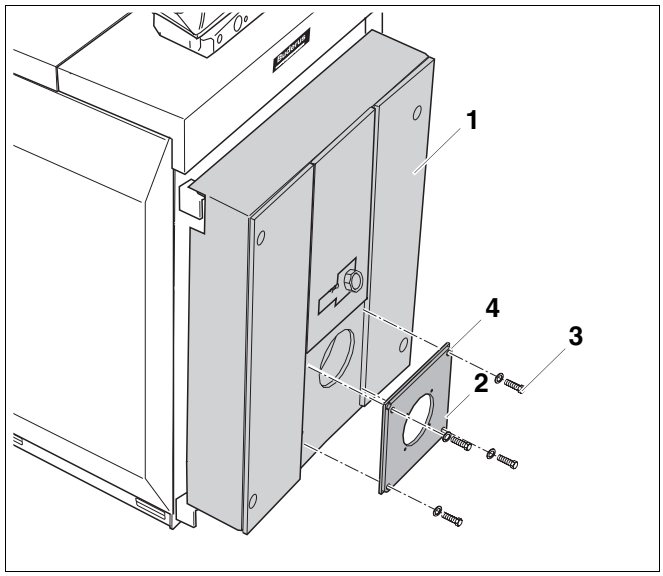

Fig. 46 Montaggio della piastra del bruciatore
- Fissare la piastra del bruciatore (fig. 46, **pos. 2**) alla porta del bruciatore (fig. 46, **pos. 1**) con le viti a testa esagonale e rondelle (fig. 46, **pos. 3**) (ermetizzazione mediante guarnizioni).